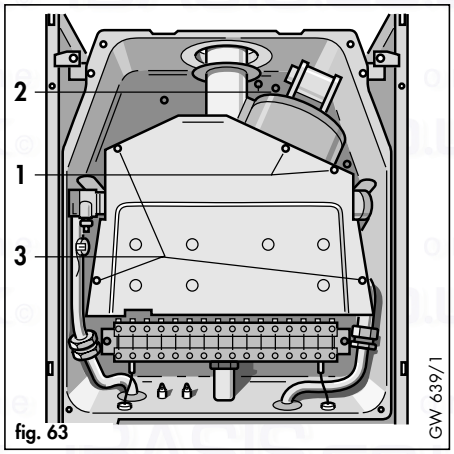

fig. 63
- Remove 2 screws (2, fig 63).
- Remove two screws (2, fig. 63) and slide expansion vessel upwards and out of boiler casing.